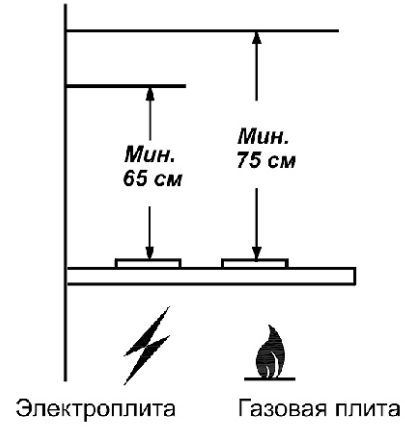

рис. 1
1.2 Вытяжку устанавливайте на высоте, как показано на рис. 1.
- разметьте линию установки нижней части вытяжки над плитой (рис. 1);